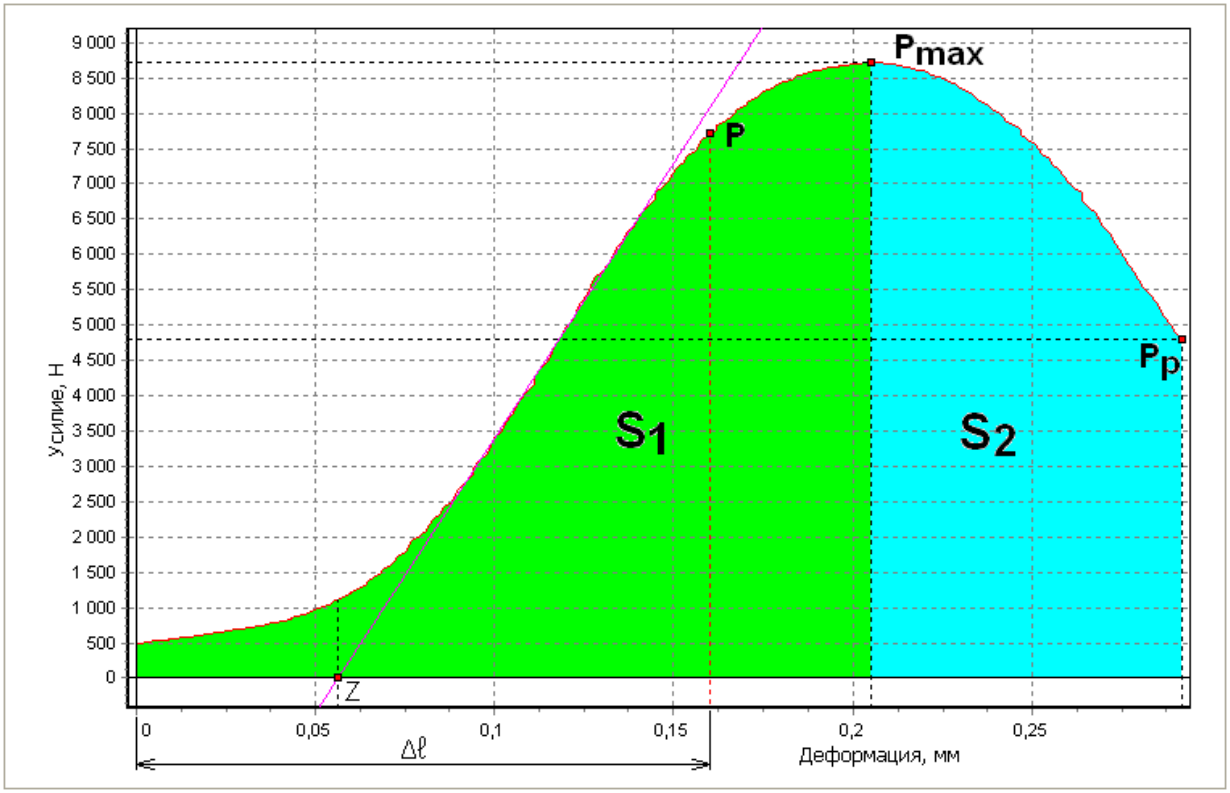

Рис. 19. Определение удлинения по деформации от начала координат
- По деформации от начала координат (рис. 19);